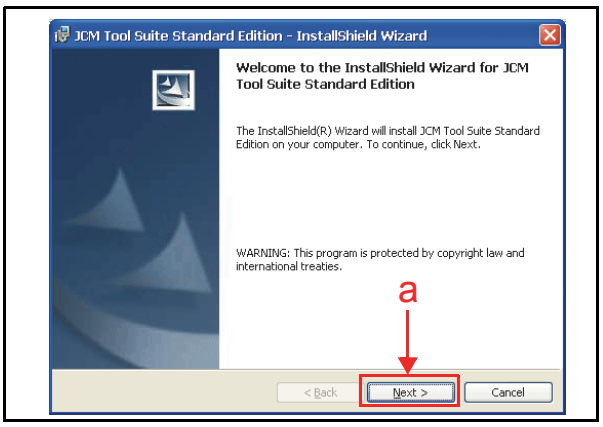

Figure 6-4 Install Shield Wizard Screen
The "JCM Tool Suite Standard Edition - Install Shield Wizard" Screen shown in Figure 6-4 will appear.
3. Mouse-click on "Next>" Screen Button (Figure 6-4 a).